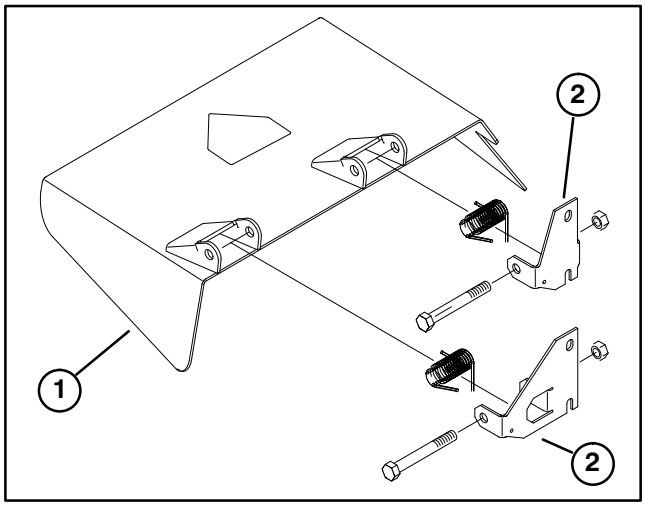

Figure 8
4. Using capscrews, locknuts and springs previously removed, install new pivot brackets to deflector mounts (Fig. 8). Do not over tighten nuts because brackets must be allowed to pivot. Save this assembly for side discharge operation.